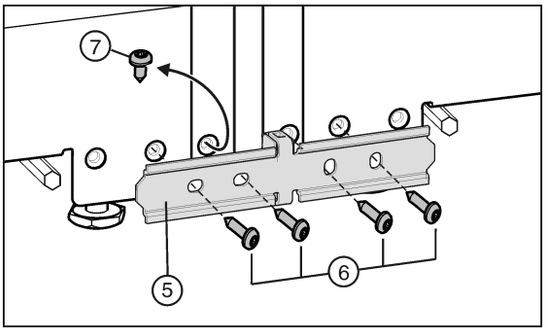

*Fig. 24*
- ▶ If your appliance has been fitted with the pre-fitted screw *Fig. 24 (7)*: Undo the screw.
- ▶ Fix the connecting sheet *Fig. 24 (5)* loosely to one appliance with two screws *Fig. 24 (6)*.